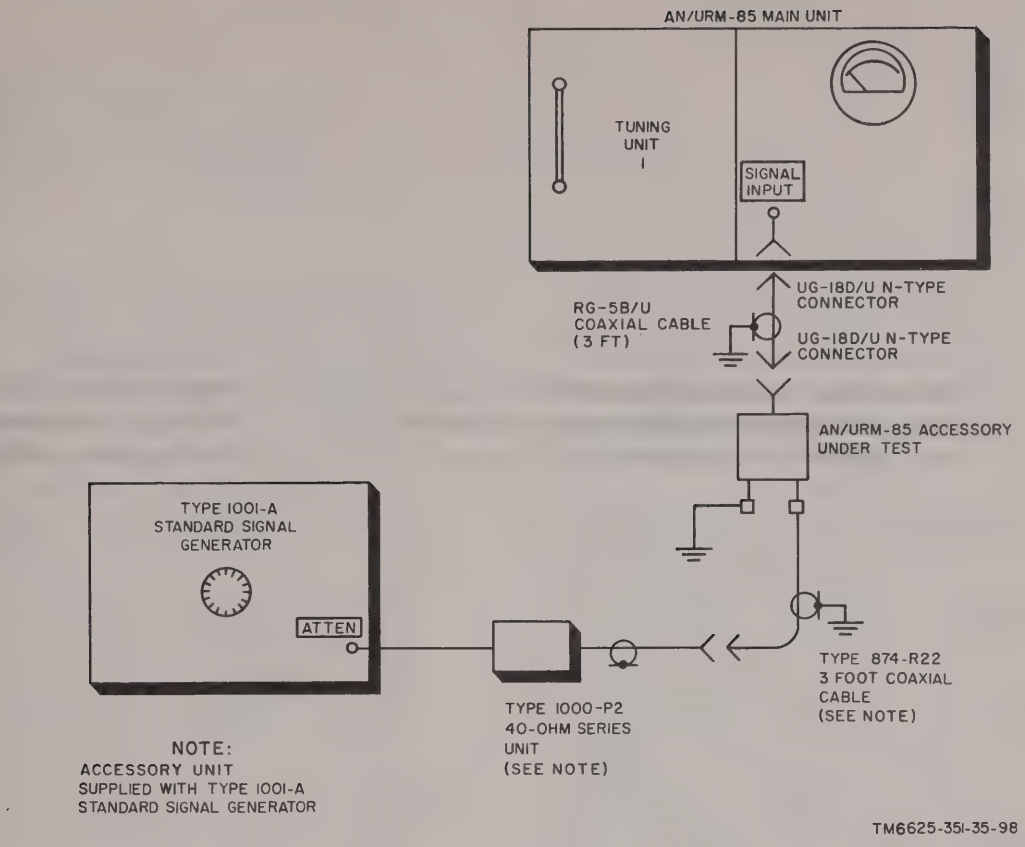
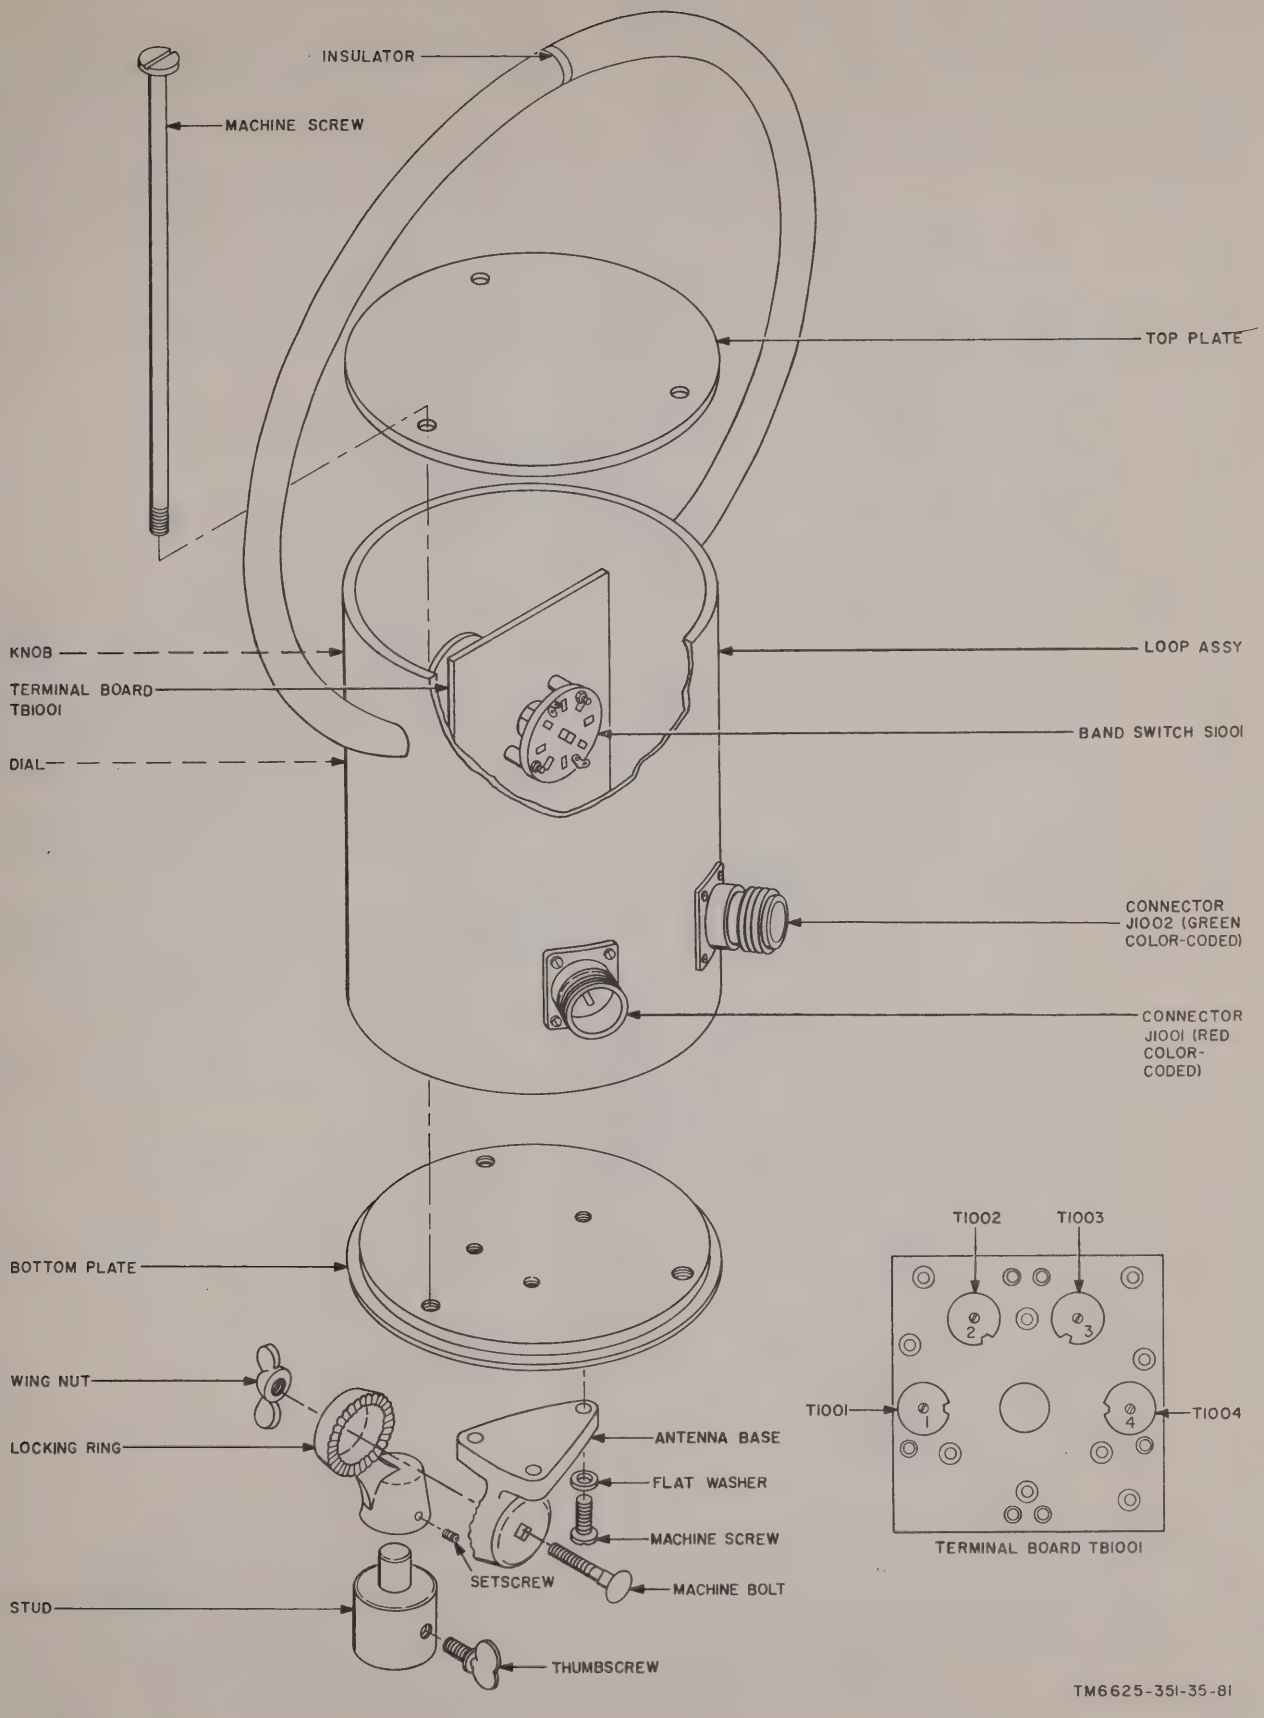
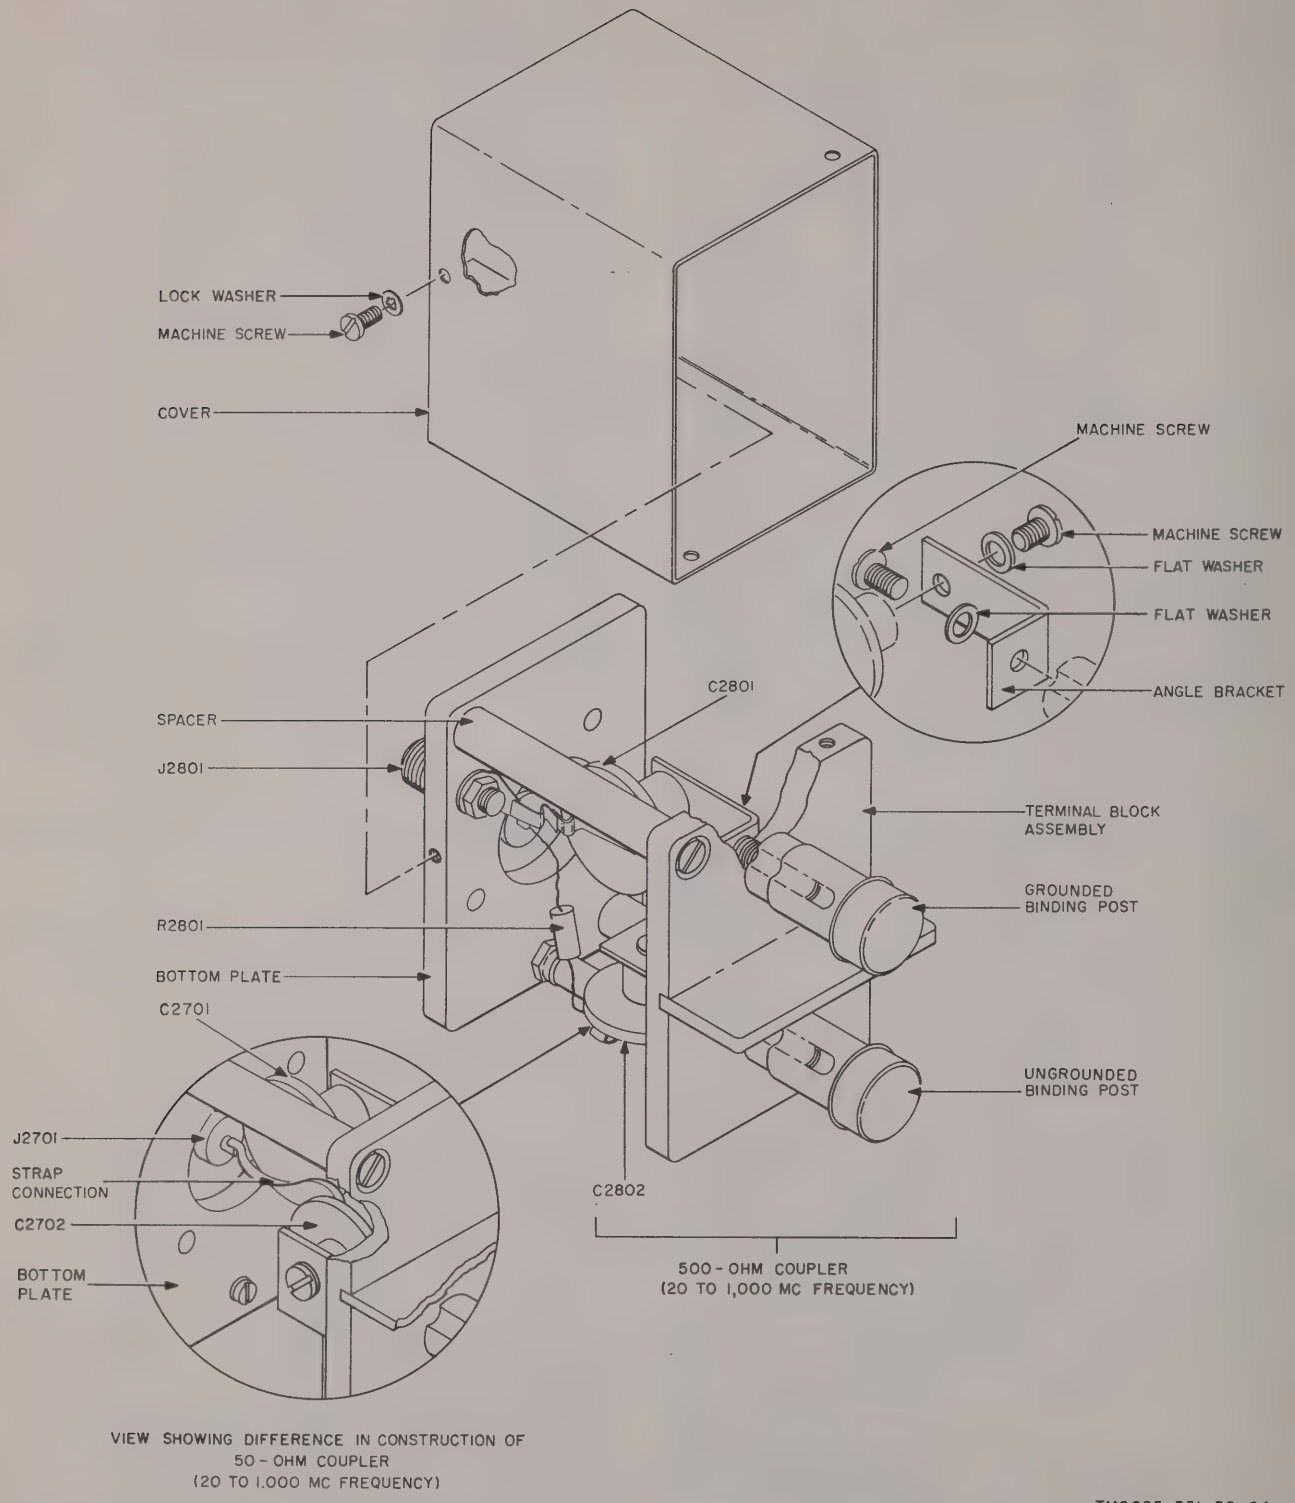

Figure 79. Test setup for checking tuning unit 1 minor components.
Figure 83. Loop Antenna AT-1028/URM-85, parts location diagram.
Figure 84. Couplers, Radio Frequency Interference CU-896/URM-85 and CU-897/URM-85, parts location diagram.
a. General. After completing the tests outlined in paragraph 71, the signal substitution technique can be used for determining whether parts within the minor components supplied for use with tuning unit 1 require repair or replacement. These tests are performed with tuning unit 1 installed in the tuning unit compartment of the main unit. The following procedures are based on the assumption that sources of trouble in both tuning unit 1 and the main unit have been eliminated, and that there is no need for operating tuning unit 1, through the test harness, outside of the main unit. The following checks are to be made with tuning unit 1 installed in the main unit tuning unit compartment. In all tests, a cable assembly, consisting of a 3-foot length of RG-5B/U coaxial cable terminated by UG-18/U connectors, is used to couple the test signal from the output of the minor component under test to the main unit front-panel SIGNAL INPUT jack (J705). Set the front-panel controls as listed in paragraph 71*a*, except for using only band 1 of the MEGACYCLES switch (.15-.36) mc position. Apply the signal that is indicated in the signal frequency column of the charts in *b* below. Monitor the final output by observing an onscale indication on the main unit panel meter. If necessary, rotate the SIGNAL ATTENUATOR DB control to higher or lower steps than its initially recommended 20-db step position so that the relative amplitude of the test signal can be observed on the meter. A second method of monitoring the final output can be obtained by connecting the headset, through the headset cord, into the main unit front-panel PHONES jack. If the signal source is modulated at an audio frequency rate and an audio note is not heard in the headset, trouble is indicated. Isolate the trouble as indicated in the *Possible trouble and correction* column of the following charts, and repair or replace the defective part or parts. Connect tuning unit 1 signal generator, modulated at 400 cps, to the test set as shown in figure 79, and follow the procedures given in *b* below.
d. Coupler, Antenna CU-890/URM-85 for Vertical Antenna (fig. 37 and 81). Disconnect the signal generator from the test setup (fig. 79) and use the method of checking performance of this minor component as outlined in paragraph 43c, steps 63 through 69, TM 11-6625-351-12.
e. Loop Antenna AT-1026/URM-85 (fig. 83). Disconnect the signal generator from the test setup (fig. 79), and use the method checking performance of this minor component as outlined in paragraph 43*b*, steps 70 through 72, TM 11-6625-351-12. If trouble is encountered in testing any one of the six bands, refer to the schematic diagram (fig. 36) and to the exploded view (fig. 83). Avoid unnecessary disassembly; follow the exploded view and disassemble only to the extent necessary to correct the trouble. Possible sources of trouble are:
(1) Open or shorted ferrite core step-up transformers T1001 through T1004, mounted on terminal board TB1001.
(4) Open or shorted circuit in the signal output red color-coded connector J1001. Check for continuity from the center conductor to the wiper arm of switch section S1001B. Also check for infinite resistance between the center conductor of J1001 and the outer shell. If replacement of J1001 is required, be sure to tag the lead connected from S1001B wiper arm to J1001, before unsoldering, to facilitate proper rewiring.
b. Coupler, Radio Frequency Interference CU-897/URM-85 (fig. 38 and 84). In the test setup of figure 79, replace tuning unit 1 signal generator with tuning unit 4 signal generator. Use an alligator clip to
couple the output from the center conductor of Cord CG-55B/U (supplied with the signal generator) to a 2-inch length of wire. Strip the insulation off the last 1/4 inch of wire and insert it in the hole provided on the ungrounded binding post, when depressed. Release pressure of the binding post and check for secure mechanical gripping action. Apply the output of the CU-896/URM-85 from J2701 (fig. 84) to main unit front-panel SIGNAL INPUT jack J705 (fig. 79), and proceed as directed in the following chart:
c. Coupler, Radio Frequency Interference CU-897/URM-85 (fig. 38 and 84). Although the CU-897/URM-85 (center of fig. 84) is designed for use with 500-ohm impedance audio-signal or powerline two-wire networks, a comparative check of its operating efficiency can be obtained by proceeding in a similar manner to *b* above. The mismatch between the 50-ohm output cable of tuning unit 4 signal generator and the 500-ohm input impedance of the coupler may cause degradation of the signal. This mismatch will result in a smaller indication, on the main unit panel meter and in the monitored headset audio signal, than that obtained with the CU-896/URM-85. Proceed as follows: